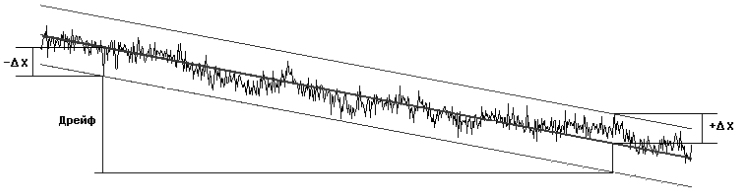
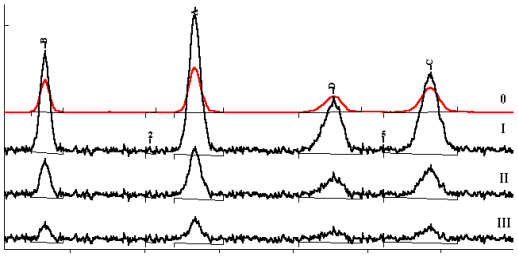
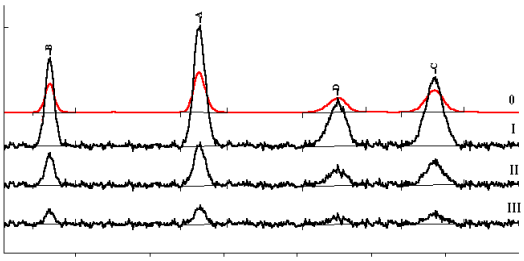

Рис. 1 Шумы и дрейф базовой линии
Рис. 3 Разметка хроматограмм без интерполяции базовой линии
Рис. 4 Разметка хроматограмм с интерполяцией базовой линии
В качестве меры уровня шумов в хроматографии традиционно используется *размах* $2\Delta X$ (peak-to-peak – “пик к пику”) - разность максимального и минимального измерения уровня сигнала базовой линии за заданное время измерения, рассчитанная за вычетом *дрейфа* (Рис. 1). Выбор этой характеристики связан с простотой ее измерения при регистрации сигнала с помощью интегратора и самописца.[1]
В программе "*МультиХром*" предусмотрена возможность интерполяции участка базовой линии в окрестности точек начала и конца пика, обеспечивающая вычисление усредненных значений ординаты этих точек. Эффективность этой процедуры продемонстрирована с помощью вычислительного эксперимента, в котором для одних и тех же пиков рассчитывалась величина площади при разных значениях отношения сигнал/шум без интерполяции базовой линии и с ее использованием (Рис. 3, Рис. 4).
Рассмотрим два гипотетических компонента: компонент *A* (аналит) и компонент *S* (стандарт). Градуировочные зависимости обоих компонентов, полученные методом внешнего стандарта (рис. 1), выходят на насыщение на одном и том же уровне, начальный наклон отличается вдвое.
*Рис. 1. Градуировочные зависимости двух гипотетических компонентов, имеющие формулу R = (100 — exp(-Q/(k*C)), где k = 5 (компонент A) и k = 10 (компонент S). Ось концентраций при строго фиксированном объеме вводимой пробы используется вместо оси количеств. Точки для каждого компонента получены при значениях C = 1, 2, 4, 8, 16.*
Пусть при построении градуировочной зависимости компонента *A* удалось точно поддержать концентрацию компонента *S* равной 8,0. Тогда вид градуировочной зависимости компонента *A* можно получить из градуировочной зависимости, изображенной на рис. 1, перемаркированием осей.
Рис. 3. Градуировочная кривая, полученная для компонента А методом внутреннего стандарта. Концентрация (количество) стандарта соответствует точке кривой S (рис. 1) с абсциссой, равной 8.0.
Предположим, что при тестовом анализе концентрация компонента *А* равна 1,0 (ее предстоит определить), концентрация компонента *S* равна 8,0, как и при градуировке, но при вводе пробы произошла ошибка, уменьшившая объем пробы на 3%. При этом отклик стандартного компонента *S* по градуировочной зависимости, приведенной на рис. 1, уменьшится на 1,98%, а отклик компонента *А* — на 2,72%. Отношение откликов будет равно 0,3267 (вместо величины 0,3292, имеющей место для соответствующей градуировочной точки на рис. 3). Найденная по градуировочной зависимости, изображенной на рис. 3, концентрация компонента *А* окажется равной 0,9917, что отличается от искомой единицы почти на 1%. Таким образом, оказывается, что цель использования метода внутреннего стандарта достигнута не в полном объеме: ошибка дозирования была компенсирована не полностью, хотя и уменьшилась.